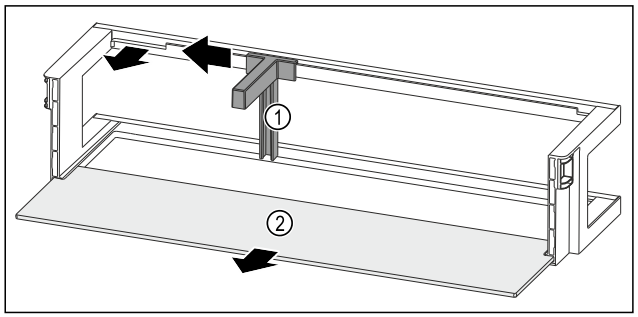

Fig. 57 Dörrfack med flaskhållare och hylla
- ▶ Skjut flaskhållaren *Fig. 57 (1)* åt sidan ända till ursparingen.
- ▶ Ta ut flaskhållaren *Fig. 57 (1)*.
- ▶ Ta ut hyllan *Fig. 57 (2)*.